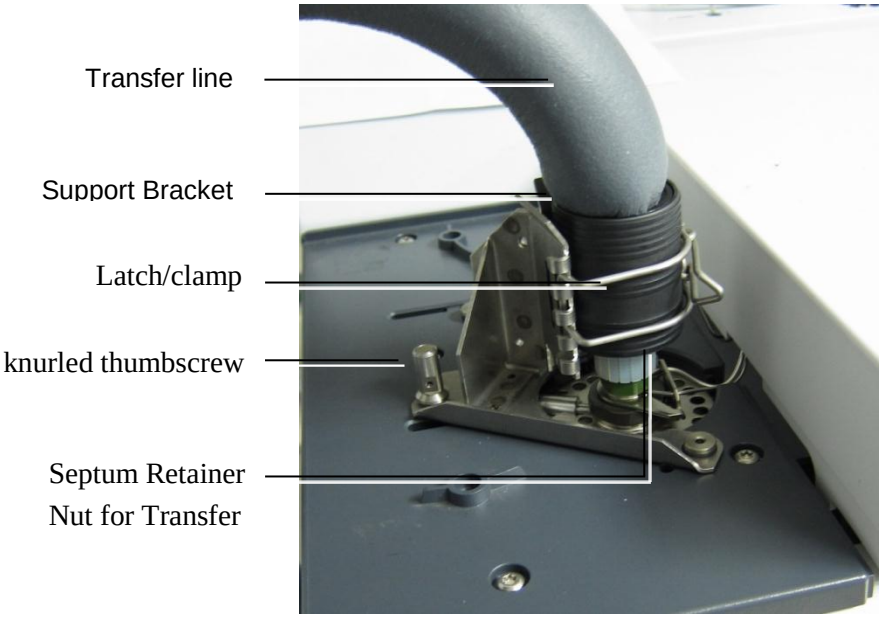

Figure 19 Transfer line installed onto the inlet of the 7820A
8. Install the Latch/clamp onto the bracket. Adjust the position of the clip so that it supports the transfer line at the highest possible position above the GC, as shown in Figure 19.